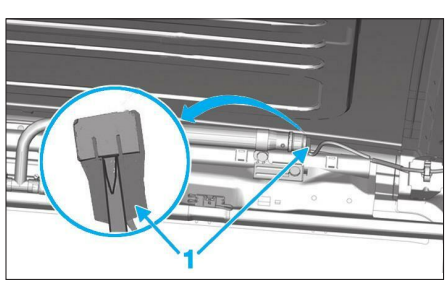

**Fig. 8**
• A l'aide d'un petit tournevis plat, déverrouiller le connecteur (1) puis le débrancher **(Fig.8)**.